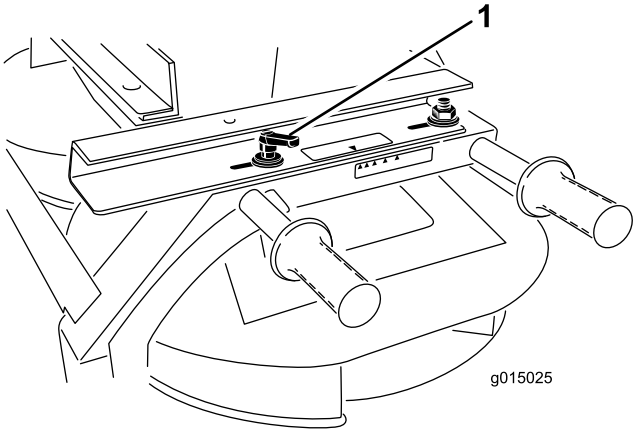

Figur 44
1. Løsne håndtaket på begge sider av dobbeltspinneren (Figur 44).